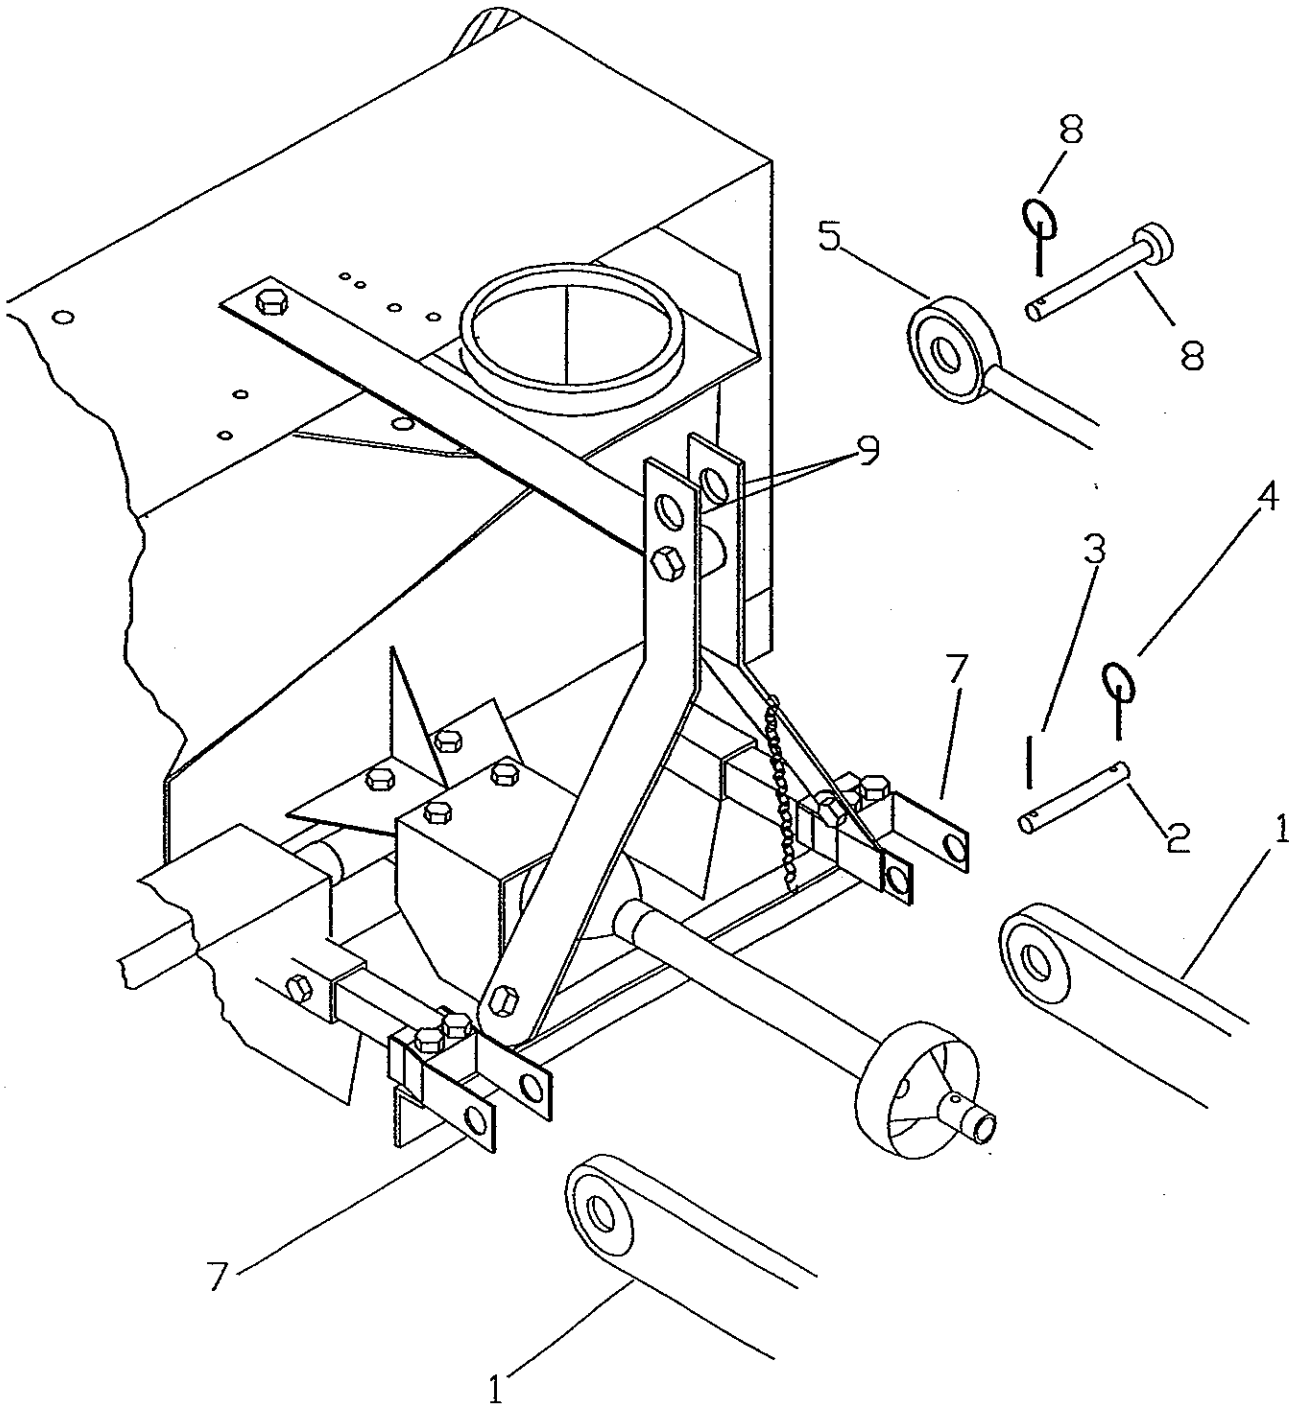
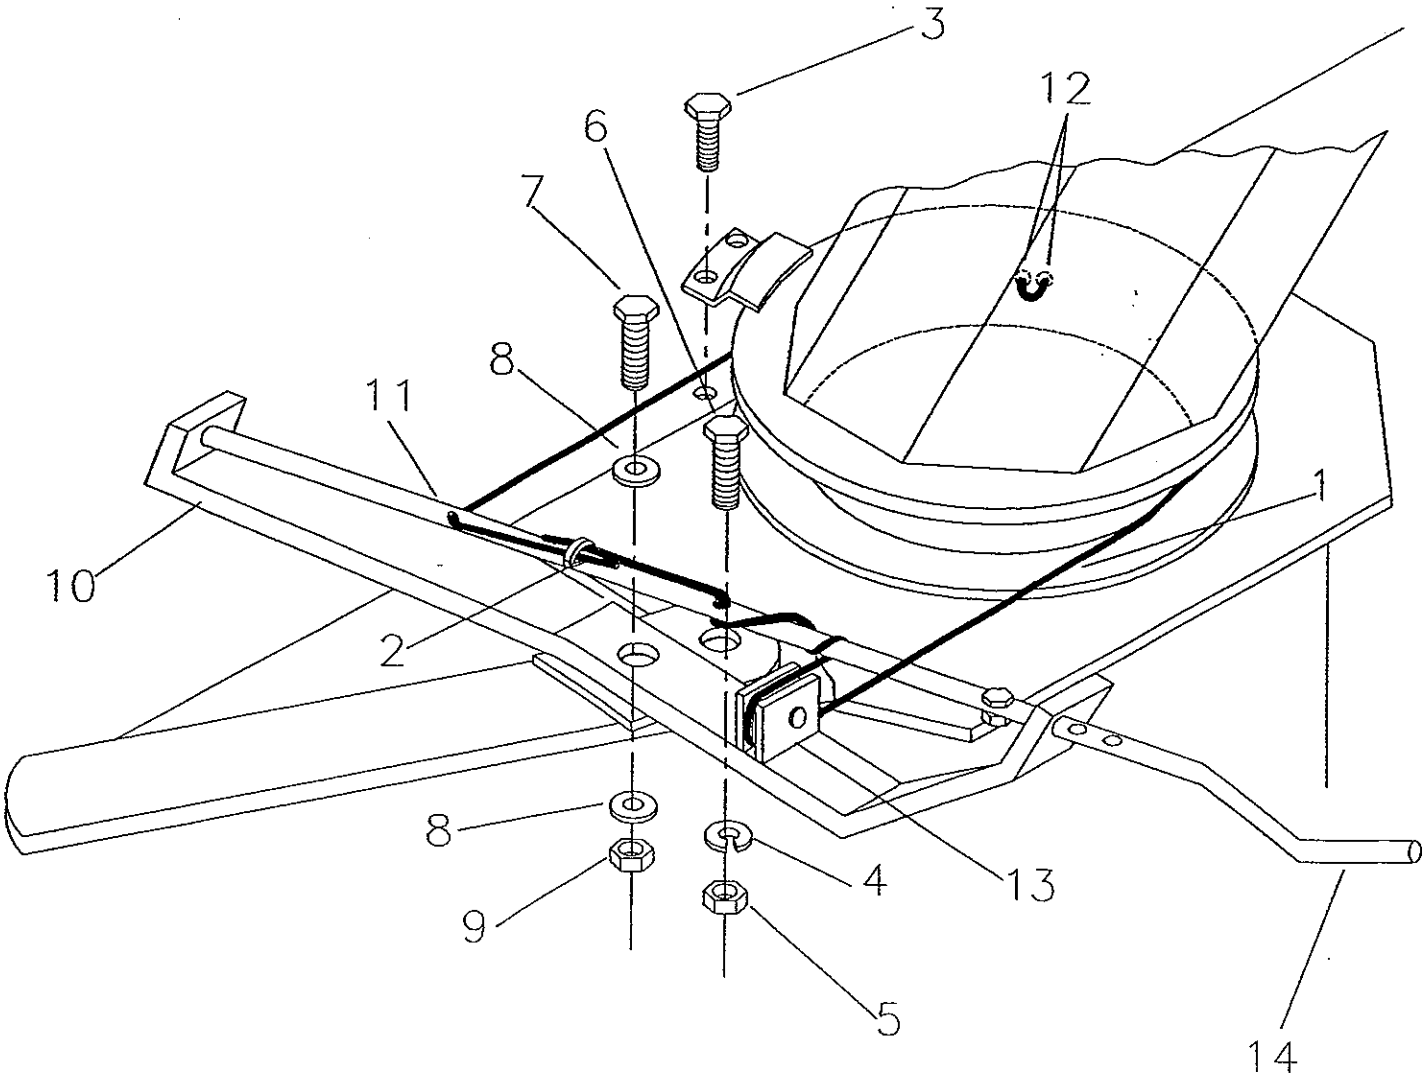

FIGURE 2
FIGURE 3
a) Attach tractor lower hitch arms (fig.2, item 1) to snowblower attaching arms (fig.2, item 7) using the hitch pins (fig.2, item 2) and secure with roll pins (fig.2, item 3) and linchpins (fig.2, item 4).
b) Install the tractor upper hitch (fig.2, item 5) in top hole of snowblower hitch arms (fig.2, item 9) using tractors pin (fig.2, item 6) and linchpin (fig.2, item 8).
c) To level snowblower front to back, adjust level using the tractor upper hitch (fig.2, item 5).
a) Grease base of chute. Install chute over base of snowblower. Install three retaining plates using six 1/2" x 1" bolts (fig.3, item 3), lockwashers and nuts (fig.3, items 4-5).
b) Install manual rotation bracket (fig.3, item 10) on flatbar, left of chute. Secure with a 5/8" x 2 1/2" bolt (fig.3, item 7), two 11/16" flatwashers (fig.3, item 8) and nylon locknut (fig.3, item 9) on the left side, and 1/2" x 1 3/4" bolt (fig.3, item 6) with lockwasher and nut (fig.3, items 4-5)on the right side.
c) Tape ends of cable (fig.3, item 1) with electrical tape to keep ends from fraying.
d) Pass the cable thought the rotation tube (fig.3, item 11) keeping 8" spare and locking temporarily with the cable clamp (fig.3, item 2).
f) Pass the cable thought the two small holes (fig.3, item 12) of the base of the chute, with a in and out motion.
g) Continue to route the cable by passing under the pulley (fig.3, item 13).
h) Turn the chute in the opposite direction (same previous angle) by turning the rotation handle (fig.3, item 14) (counter clockwise) keeping a proper cable tension with the free hand.
i) Detach the cable clamp (fig.3, item 2). Replace between the two holes securing the two ends of the cable. Be sure the ends of the cable are under proper tension.
Remove chain cover (fig.3, item 2). Loosen the four bolts securing the reduction box (fig.2, item 6) to the snowblower. Tighten the chain using the tightener bolt (fig.3, item 1) on left hand side of fan housing. Leave approximately 1/4" deflection in the bottom span of chain. Tighten the four bolts securing reduction box to the snowblower.Install the chain cover.